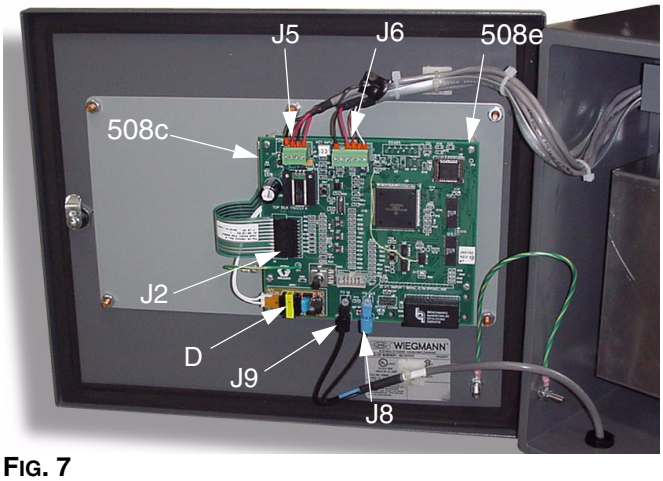

FIG. 7
Antes de reemplazar la luz de fondo, compruebe que el inversor (D - FIG. 7) de la tarjeta de visualización tiene el voltaje correcto.
3. Anote la posición de todas las conexiones (J2, J5, J6, J8, J9) en la tarjeta de visualización y después desenchufe los conectores. FIG. 7.
9. Enchufe todos los conectores a la tarjeta de visualización (508c). FIG. 7.
3. Desconecte el cable de cinta del teclado (J2) de la tarjeta de visualización. FIG. 7.
7. Conecte el cable plano (J2) a la tarjeta de circuito impreso de la pantalla de visualización. FIG. 7.